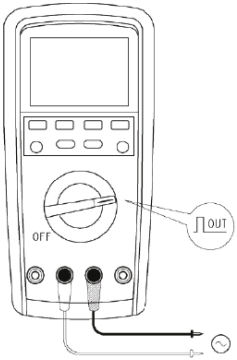

Рис. 12 Генератор прямоугольных сигналов
7.11 Генератор прямоугольных сигналов (см. рис. 12)